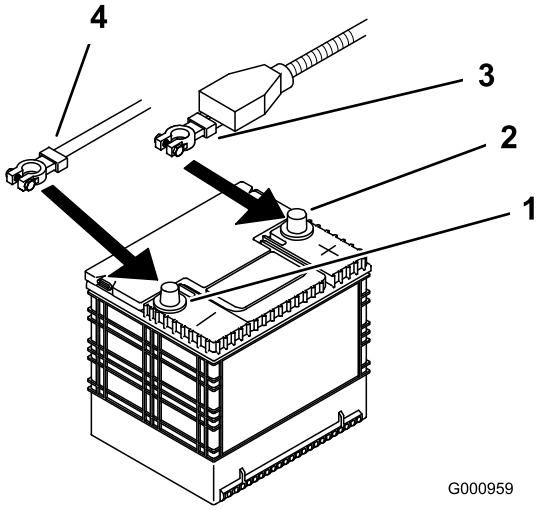

Figur 53
4. Ta den negative batterikabelen av den negative (–) batteripolen (Figur 53).
5. Skyv den røde polhetten av den positive (røde) batteripolen. Fjern deretter den positive (røde) kabelen (Figur 53).
4. Fest kablene med to bolter (1/4 x 3/4 tommer), to skiver (1/4 tommer) og to mutrer (1/4 tommer) (Figur 53).